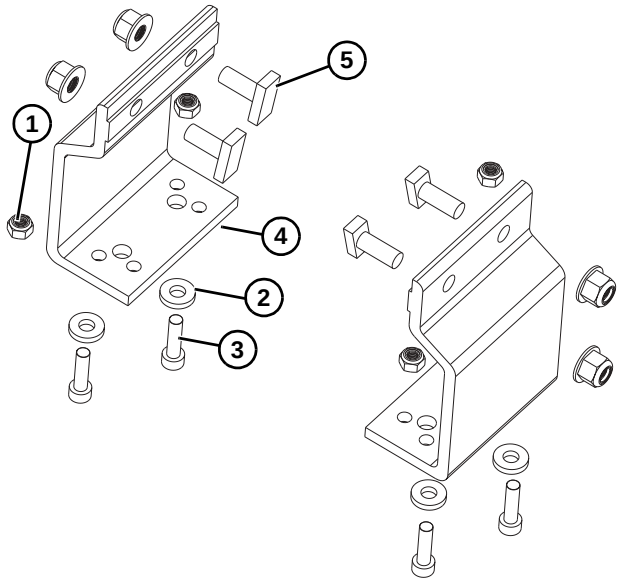

Figure 15
1. Locate brackets. Exploded views shown in **Figure 15**.
2. Remove nuts **(Figure 15, item 1)**, washers **(Figure 15, item 2)**, and screws **(Figure 15, item 3)** from brackets **(Figure 15, item 4)**.
3. Insert bracket with studs **(Figure 15, item 5)** with head parallel to slot into conveyor side slots.